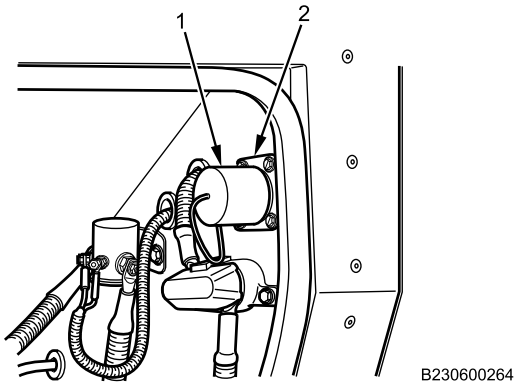

Figure 6. NATO Jump Start Connector Cover.
7. Install cover (Figure 6, Item 1) on NATO jump start connector (Figure 6, Item 2).